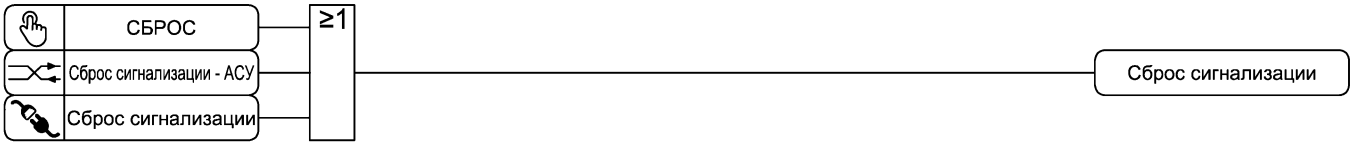

Рисунок 3.19 – Функциональная схема алгоритма сброса сигнализации
3.18.3 Сброс сигнализации осуществляется кнопкой «СБРОС» на лицевой панели пульта, командой АСУ или по входному подключаемому логическому сигналу «Сброс сигнализации» (см. рисунок 3.19).